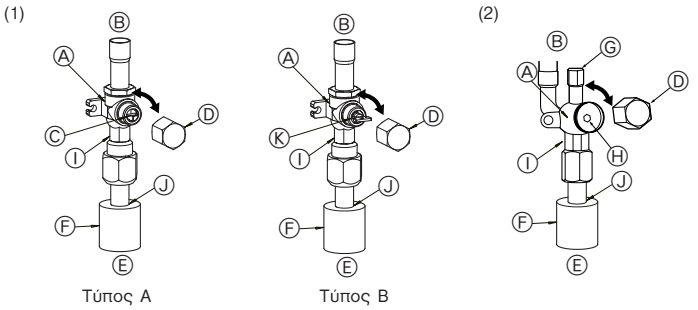

Fig. 4-5 **Fig. 4-6**
(1) Πλευρά αερίου P100-P140 (Fig. 4-5)